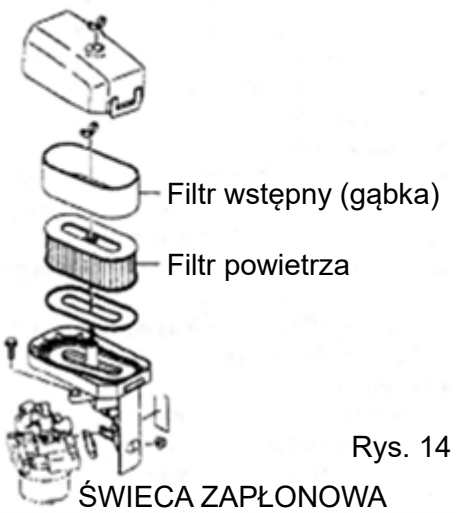

Rys. 14
- **Filtr powietrza** (Rys. 14)